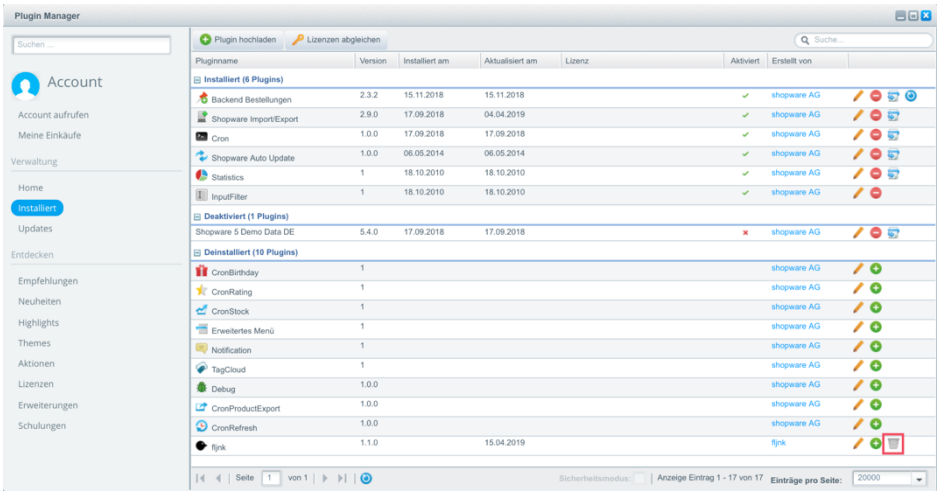

Abbildung 17: Vollständiges Löschen des Plugins über den Plugin Manager
3. Das Plugin erscheint im Bereich der deinstallierten Plugins. Wählen Sie hier den Papierkorb aus, um das Plugin vollständig zu löschen vgl. Abb. 17.